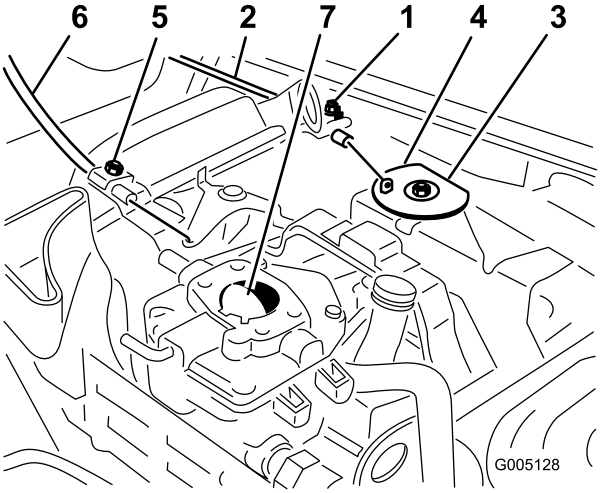

Figur 46
1. Løsne klemskruen som fester kabelen til motoren (Figur 46).
3. Dra kraftig i gasskabelen til bakdelen av svivelen kommer i kontakt med stopperen (Figur 46).
3. Dra kraftig i chokekabelen til chokeventilen er helt lukket, og stram deretter klemskruen som fester kabelen (Figur 46).